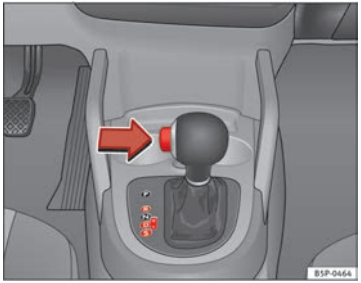

Abb. 149 Fahren
– Drücken Sie den Taster am Wählhebel (links) ⇒Abb. 149.